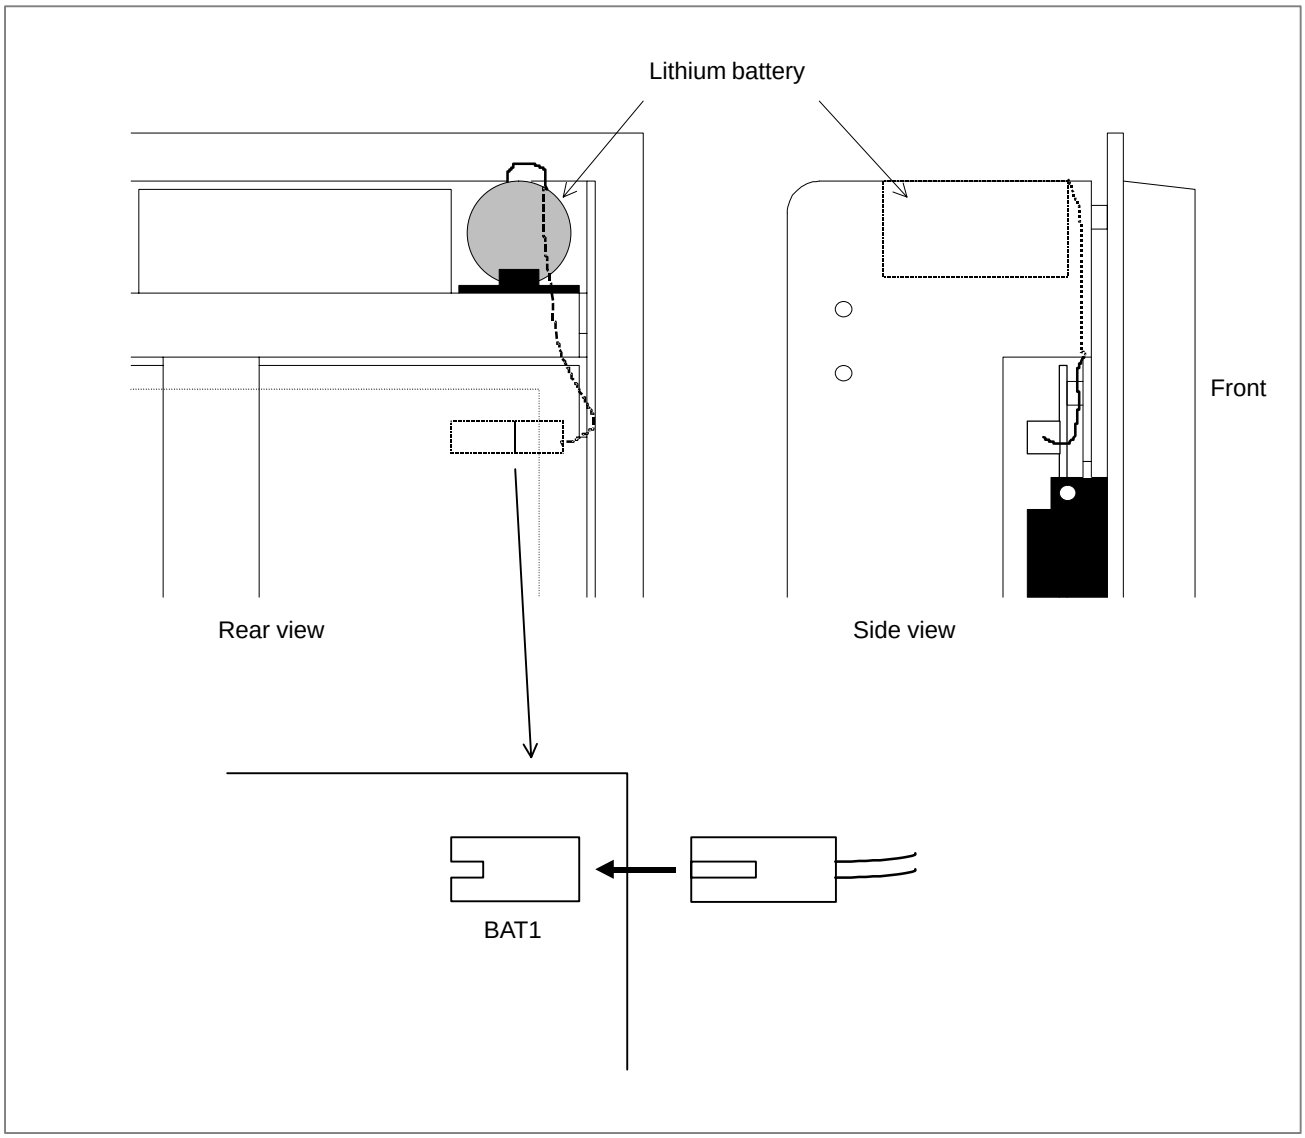

Fig.1.3 Lithium battery connection on the PANEL *i*
(1) To guard against the possible loss or destruction of BIOS parameters, write down the BIOS parameter values.
(2) Obtain a new lithium battery (A02B–0200–K102).
(3) After power has been supplied for at least five seconds, turn off the power to PANEL *i*. Remove the PANEL *i* from the panel so that replacement work can be done from the rear of the intelligent terminal.
(4) Detach the connector of the lithium battery, and remove the battery from the battery holder.
(5) Run the cable for the new lithium battery as shown in the Fig.1.3.
(6) Attach the connector, and place the battery in the battery holder.
(7) Install PANEL *i* again.
(8) Turn on the power, and check that the BIOS parameters are maintained (BIOS setup is not activated forcibly).